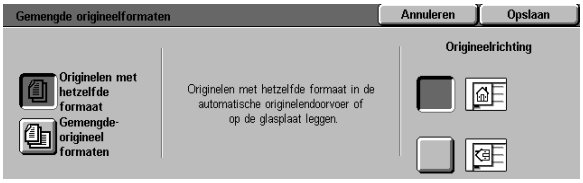

Figuur 34: Scherm Gemengde origineelformaten met de optie Hetzelfde formaat geselecteerd
1 Het pictogram **Gemengde origineelformaten** op het tabblad Extra toepassingen aanraken om het scherm Gemengde origineelformaten (zie figuur 34) te tonen.
- De optie **Hetzelfde formaat** (standaardinstelling) aanraken indien alle originelen hetzelfde formaat hebben (zie figuur 34).